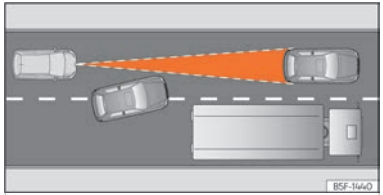

Fig. 139 Canvi de carril d'un vehicle.
- Vehicles que canviïn al carril pel qual esteu circulant i a poca distància del vostre vehicle ››› fig. 139.